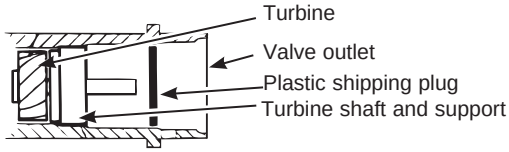

Figure 8
2. Make sure the turbine assembly spins freely in the”out” port of the valve, (see Figure 8).